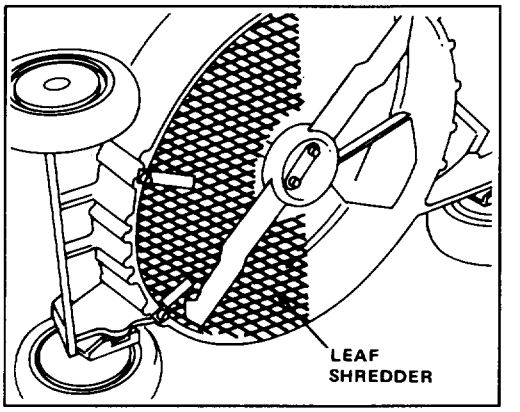

Figure 31
3. Leaf Shredder Kit, Model No. 59180—Installs on underside of mower in minutes without requiring removal of blade. Shreds leaves into small pieces for clean vacuuming into grass bag and convenient disposal (Fig. 31).